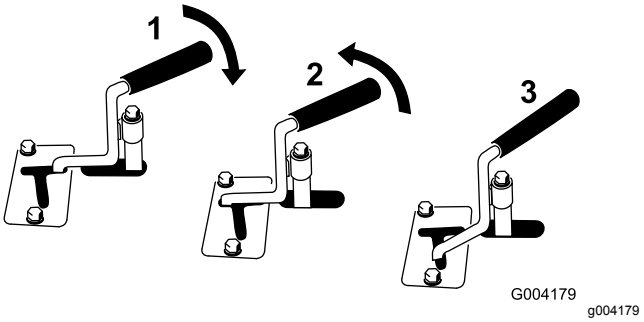

Figur 12
- För att köra ett hydraulredskap i framåtriktning ska du rotera reglaget för extra hydraulutrustning bakåt och dra det nedåt till referensstaven (Figur 12, nummer 1).
- För att köra ett hydraulredskap i backriktningen vrider du reglaget för det extra hydrauliksystemet bakåt, och skjuter det sedan åt vänster till det övre spåret (Figur 12, nummer 2).
Obs: Om du släpper reglaget när det är i FRAMÅTLÄGET kommer reglaget automatiskt att återgå till NEUTRALLÄGET(Figur 12, nummer 3). Om det är i BACKNINGSLÄGET kommer det att stanna där tills du drar ut det ur spåret.